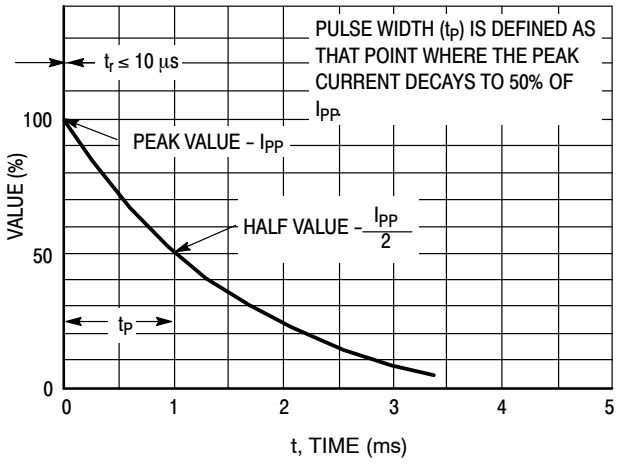
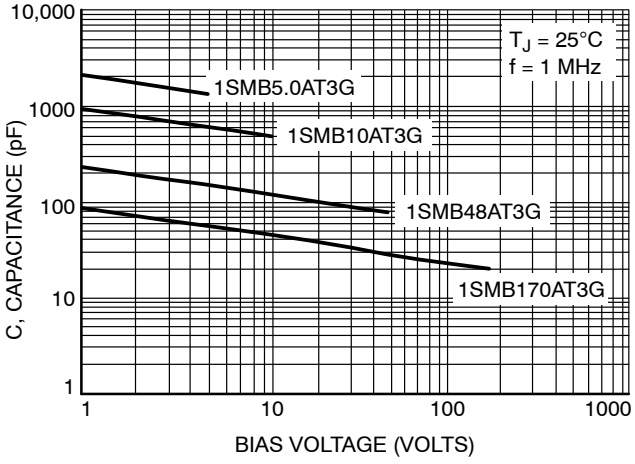

Figure 2. Pulse Waveform
Figure 4. Typical Junction Capacitance vs. Bias Voltage
8. Surge current waveform per Figure 2 and derate per Figure 4 of the General Data − 600 W at the beginning of this group.